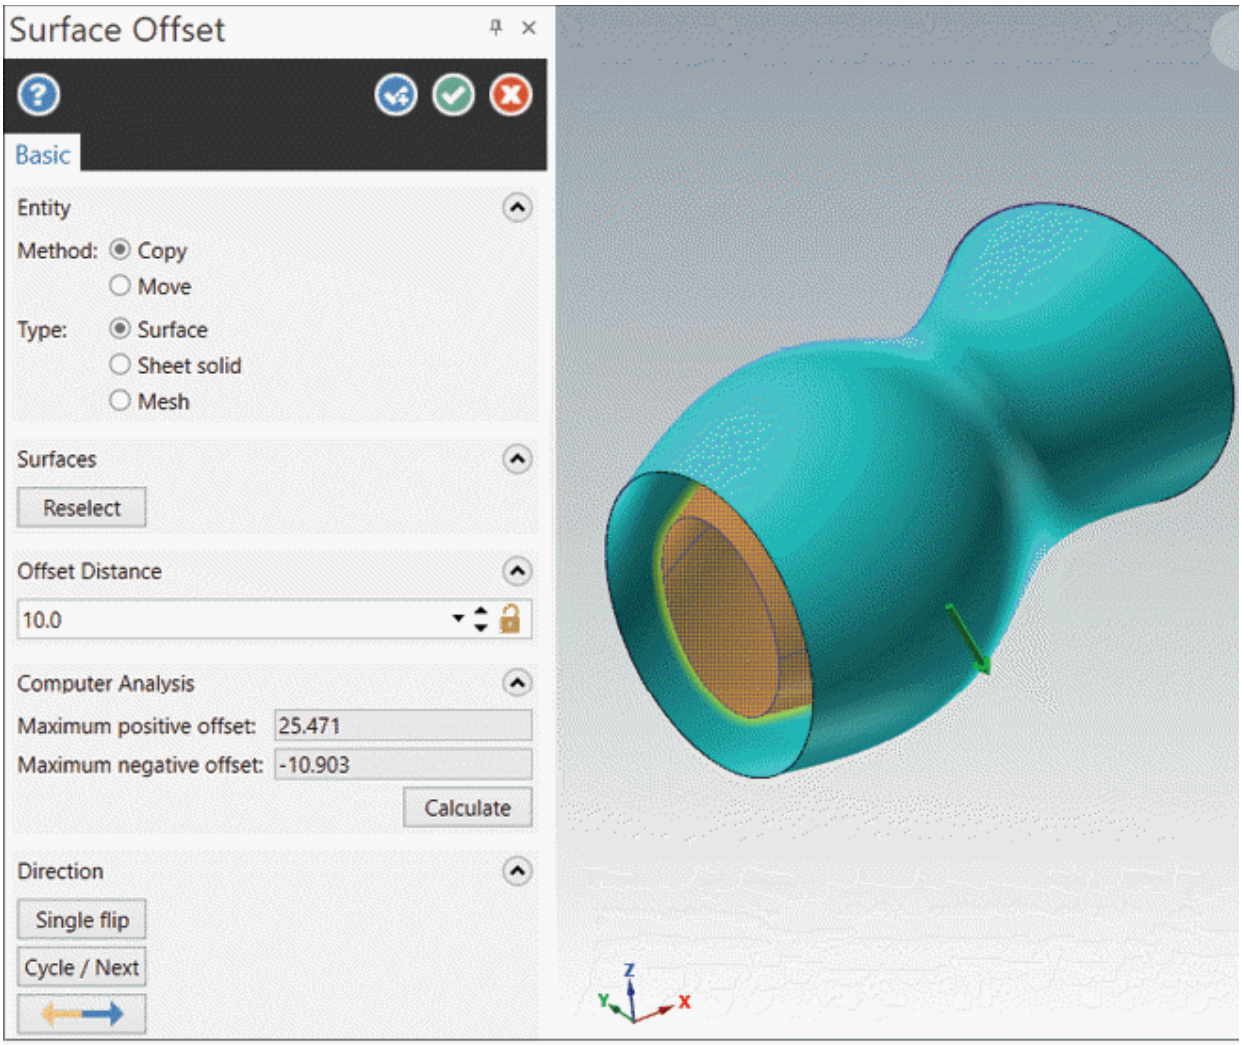

Figure-32. Preview of offset surface
- Select desired surface and click on the **End Selection** button. Preview of offsetted surface will be displayed; refer to Figure-32.